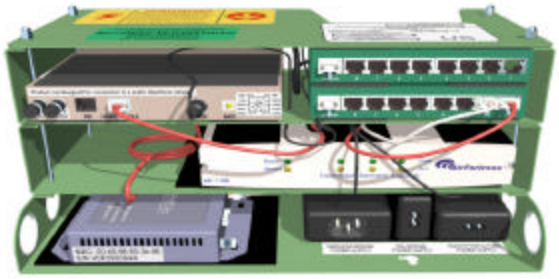

Figure 3-13 Troubleshoot the CBM
(1) There are two LEDs built in to the top of the Ethernet port (Figure 3-13).